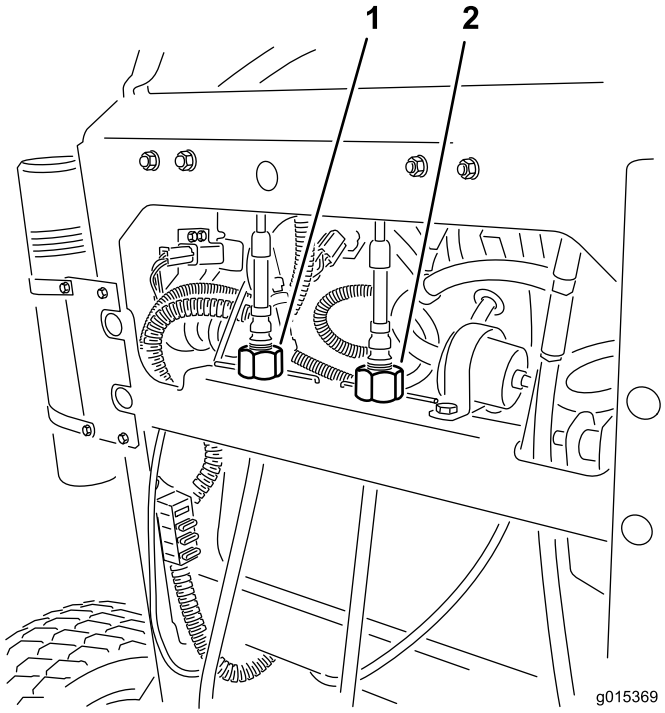

Figuur 57
4. Draai de rechterkabelafstelling zo, dat de rechterrijhendel in het midden van de sleuf voor de neutraalstand in het bedieningspaneel staat (Figuur 57).